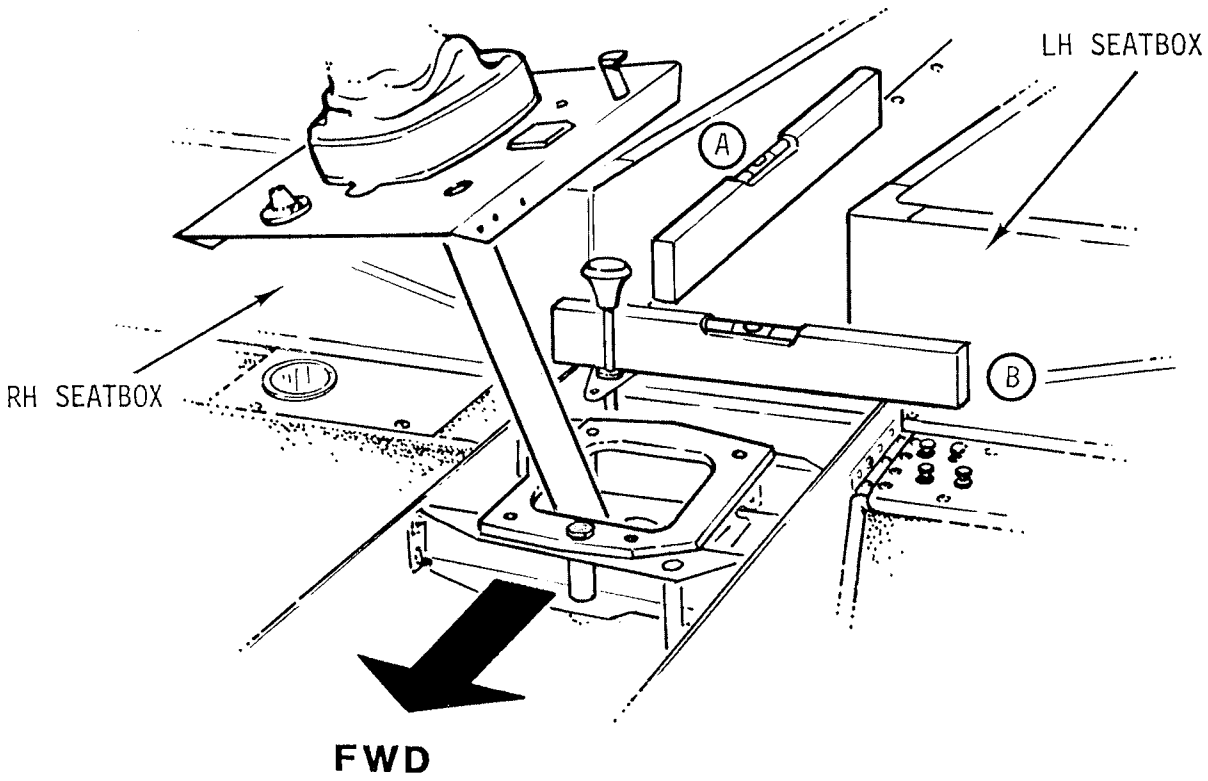

FIGURE 1-7 LEVELING
b. Place a bubble level on top edge of right keel panel per Figure 1-7 detail A.
d. Place a bubble level across two keel panels per Figure 1-7 detail B.